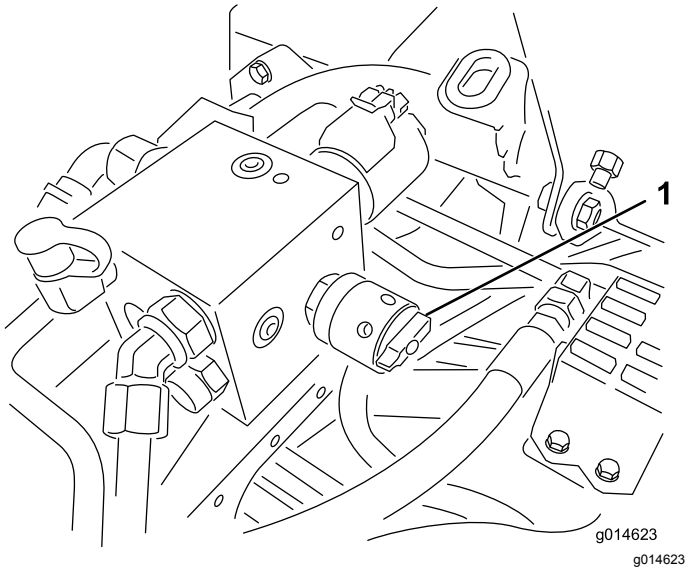

Figur 53
6. Drei spolehastighetskontrollen til innstilling 1 (Figur 53).